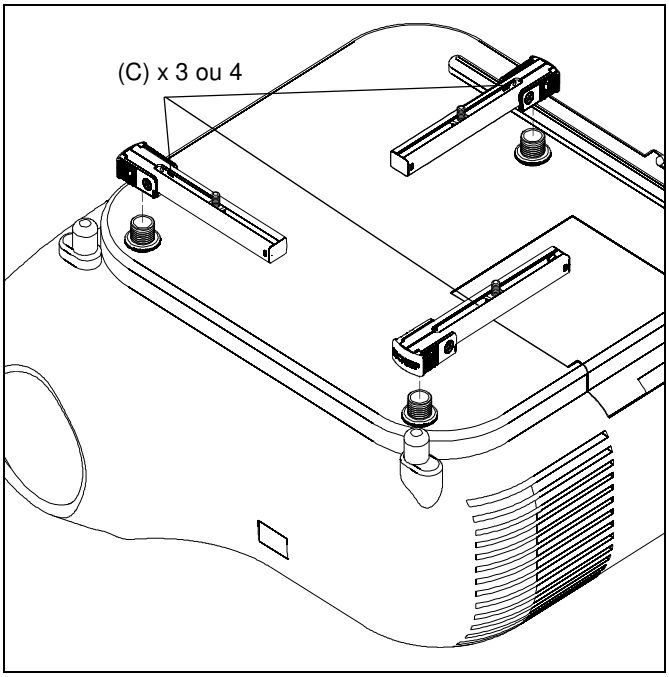

Figure 4
4. Placez les pieds du SSBU/SSMU (C) sur les adaptateurs à vis et les écrous de réglage de la hauteur. (Voir la Figure 4)